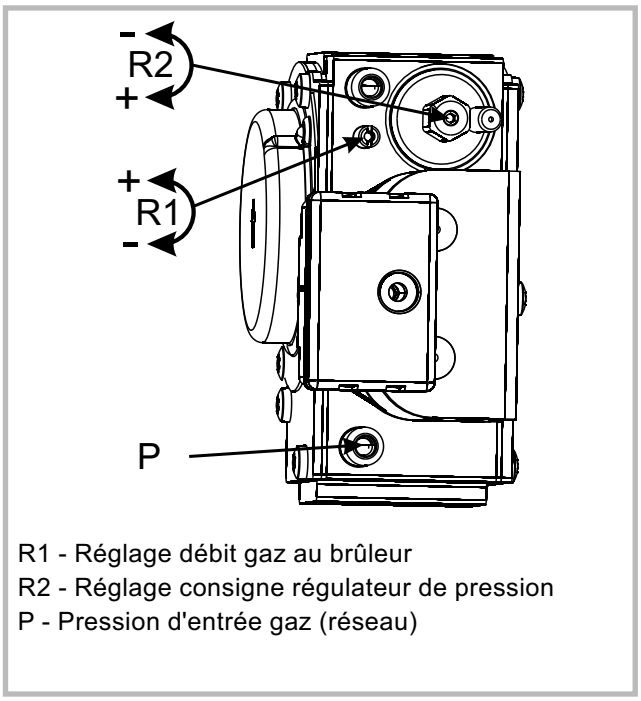

Figure 38 - Vanne gaz
- Si nécessaire, ajuster le taux de CO_2 en réglant le débit gaz au brûleur (vis repère R1, fig. 38).
- Si nécessaire, ajuster doucement la consigne du régulateur de pression (vis repère R2, fig. 38).